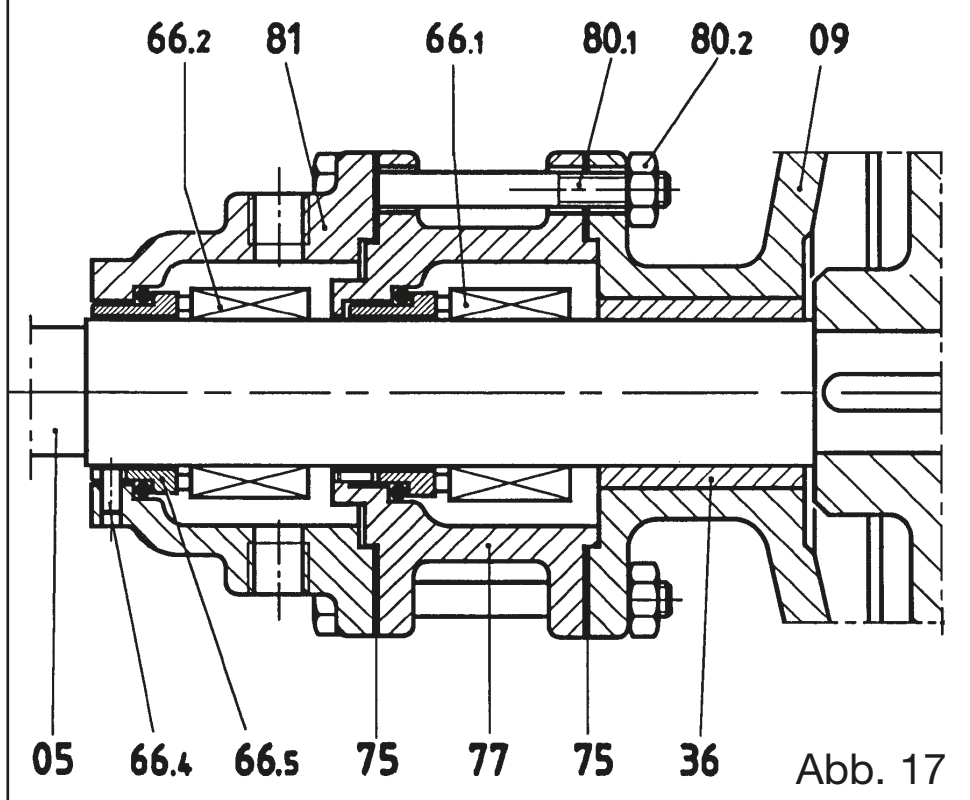

Abb. 17
11.10 **Entfernung der doppelten mechanischen Dichtung ST7** (Abb. 17)
- ☐ Die Schrauben (80.1) lösen, die Dichtungshalterung (81) entfernen und dabei Beschädigungen der Dichtung (75) vermeiden; anderenfalls muss sie ersetzt werden.
- ☐ Den Arbeitsschritt mit der Dichtungshalterung (77) und der mechanischen Dichtung (66.1) wiederholen.